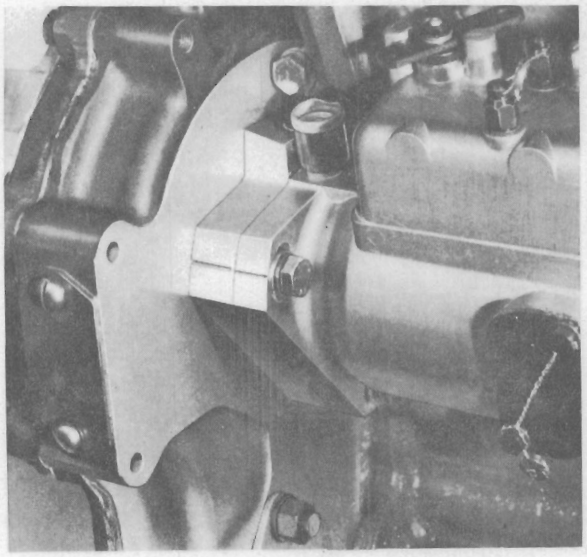
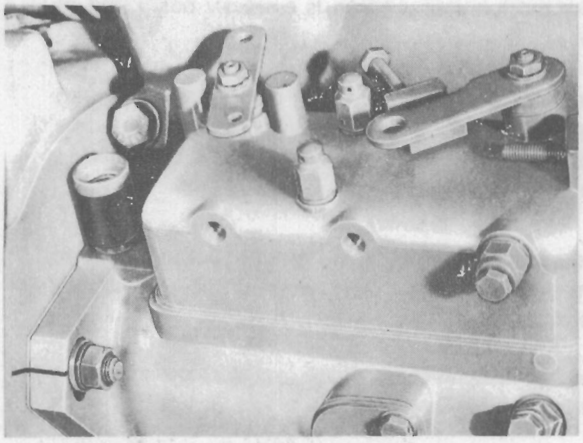

Fig. K.2.
Fig. K.3.
8. Fit the fuel injection pump and quill shaft passing the setscrews through the front of the pump and the carrier plate, so that they locate in the timing case. Line up the timing marks on the fuel pump flange, and the carrier flange before tightening the setscrews. (See Fig. K.2 or K.3).
On the fuel pump mounting flange is a scribed line which, when the fuel pump is fitted, should coincide with the scribed line on the fuel pump carrier plate (see Fig. K.2). Providing these scribed lines are in alignment and the fuel pump gear correctly fitted and aligned (see previous remarks), then the fuel pump timing should be correct. On D4.203 engines the scribed line on the fuel pump mounting flange should be lined up with a scribed line on the rear of the timing case (see Fig. K.3).
5. See that the fuel pump is correctly fitted with the scribed lines on the mounting flange carrier plate and timing case in-line. (See Fig. K.2. D4.203 see Fig. K.3.